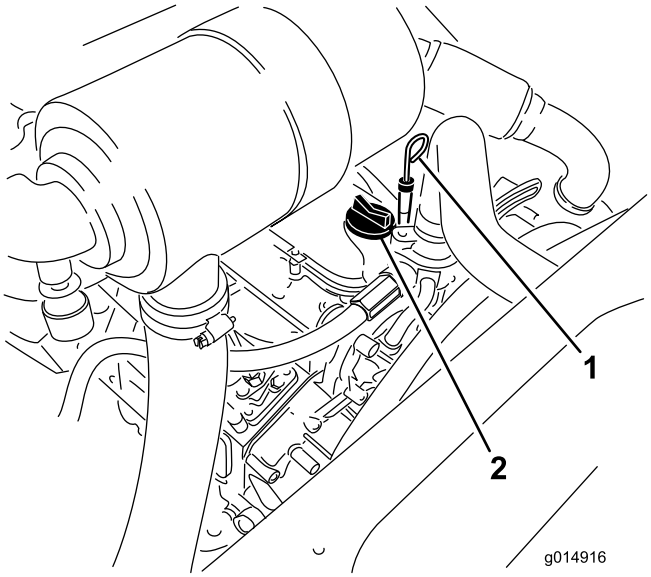

**Figur 44**
3. Fjern målepinden, tør den af, og sæt den tilbage igen (Figur 44).
5. Hvis olieniveauet er under Full-mærket, skal du fjerne påfyldningsdækslet (Figur 44) og fylde olie på, indtil niveauet når Full-mærket.